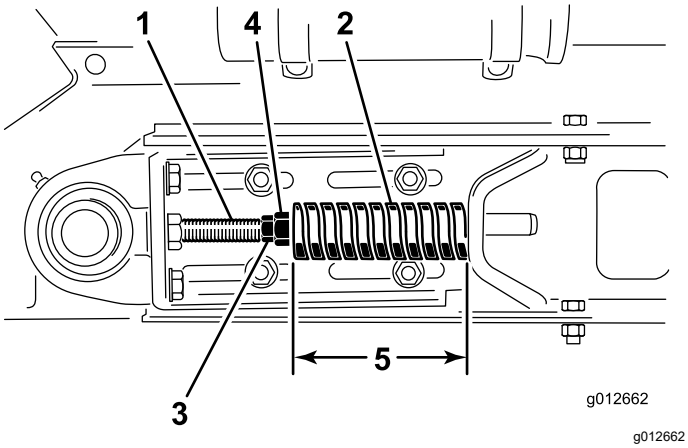

**Figur 25**
3. Løsne låsemutteren (Figur 25).